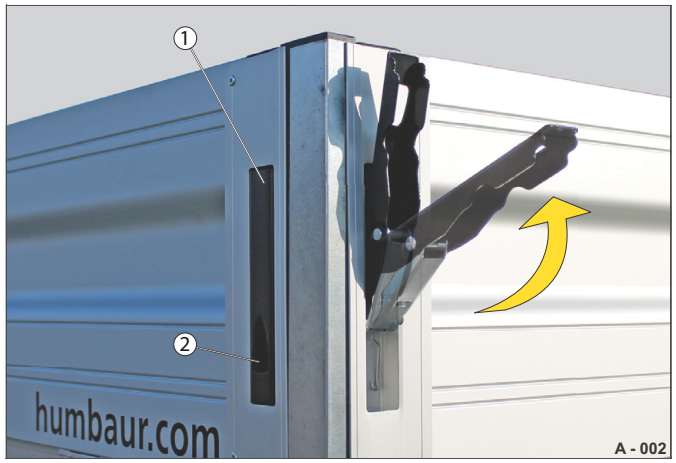

Abb. 7 Skrytý uzávěr (STARTRAILER, HA, HT)
▶ Uchopte uchycovací otvor (Abb. 7/2).
▶ Vytáhněte úchyt (Abb. 7/1) nahoru.